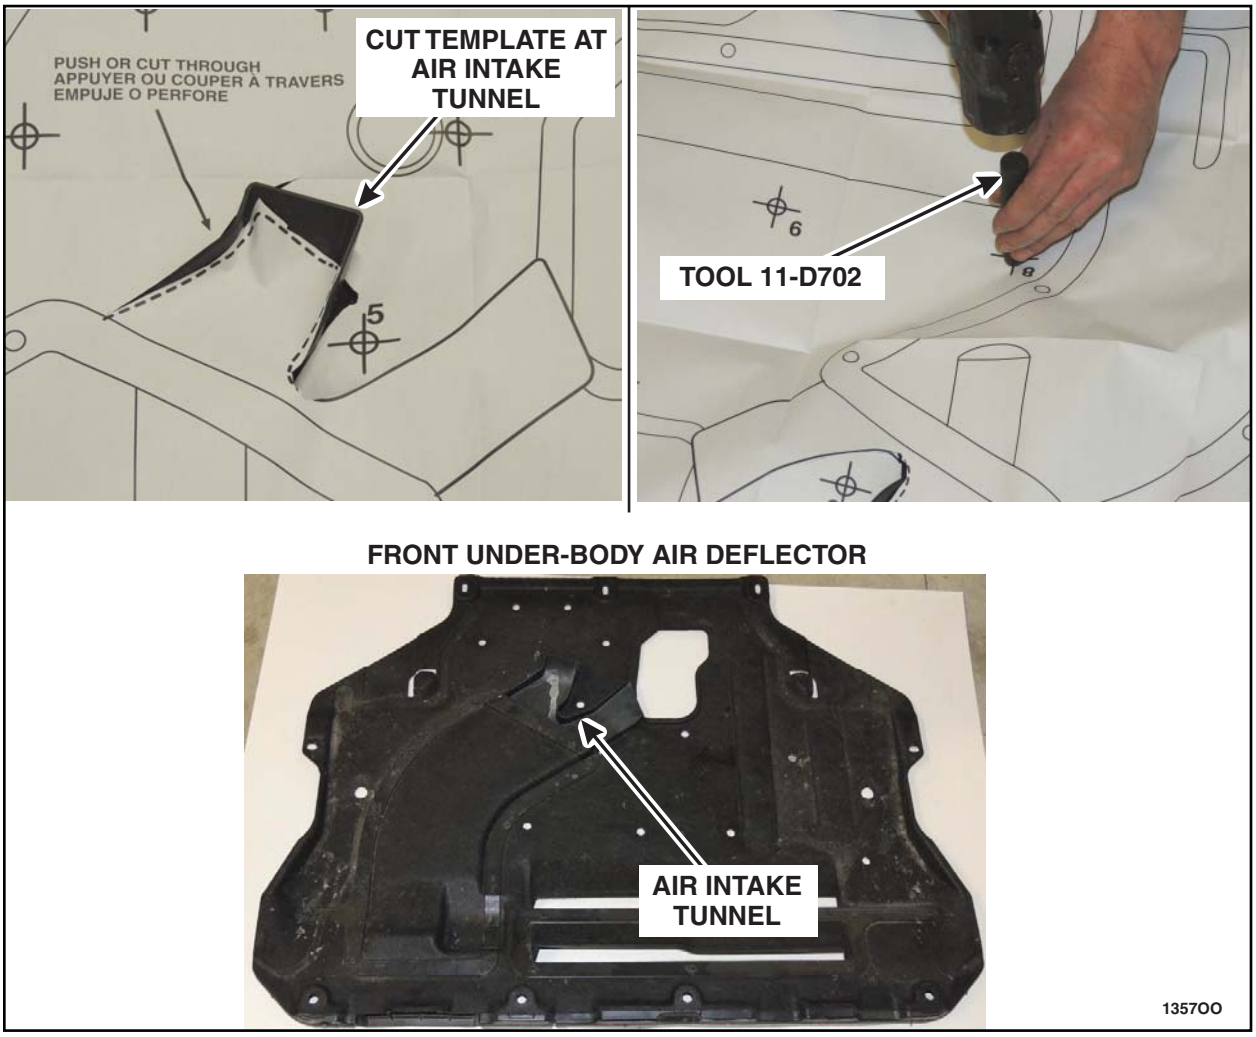

FIGURE K1
1. Place hole punch template included in the kit over the engine side of the front under-body air deflector. Align the two mounting holes identified on the template with the two corresponding holes on the air deflector. See Figure K1.
2. Cut or push through the area indicated on the template that aligns with the air intake tunnel, near punch location number 5, to allow the template to lay flat on the air deflector. See Figure K1.
3. Position a piece of scrap lumber below the area to be punched. Using a hammer and Hollow Material Punch (Tool 100-D702) provided in the dealer kit, punch out the 11 hole locations identified on the template. See Figure K1.